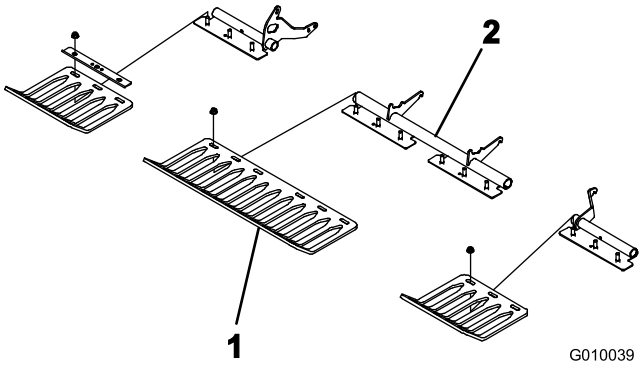

**Figur 23**
3. Monter plæneafskærmningerne løst på plæneafskærmningsbeslagene med 4 plæneafskærmningsklemmer og 12 flangemøtrikker (Figur 23). Tilspænd ikke fastgørelsesanordningerne.
**Bemærk:** Plæneafskærmningsklemmerne og flangemøtrikkerne er fastgjort til plæneafskærmningsbeslagene ved leveringen (Figur 23).